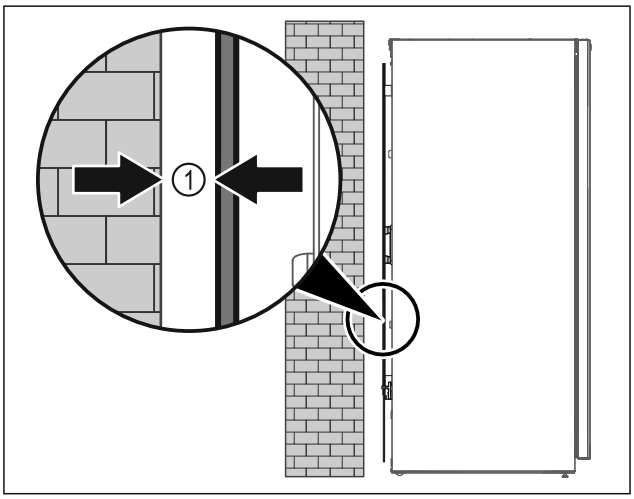

Fig. 49
▶ Instalați aparatul fie liber în încăpere sau direct la un perete cu o distanță minimă de 5 mm *Fig. 49 (1)*.